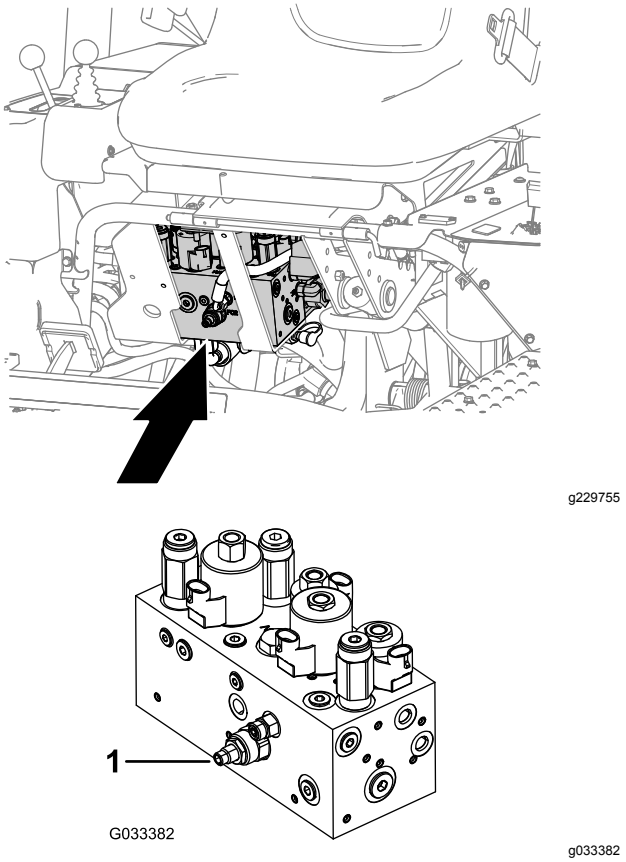

Figura 50
Il circuito di sollevamento/abbassamento degli apparati di taglio è provvisto di una valvola di regolazione del flusso (Figura 50). Questa valvola è preimpostata in fabbrica a circa 3 giri di apertura, ma può essere necessario regolarla per compensare le differenze di temperature del fluido idraulico, velocità di tosatura, ecc.
1. Individuate la valvola di regolazione del flusso sotto il sedile (Figura 50).